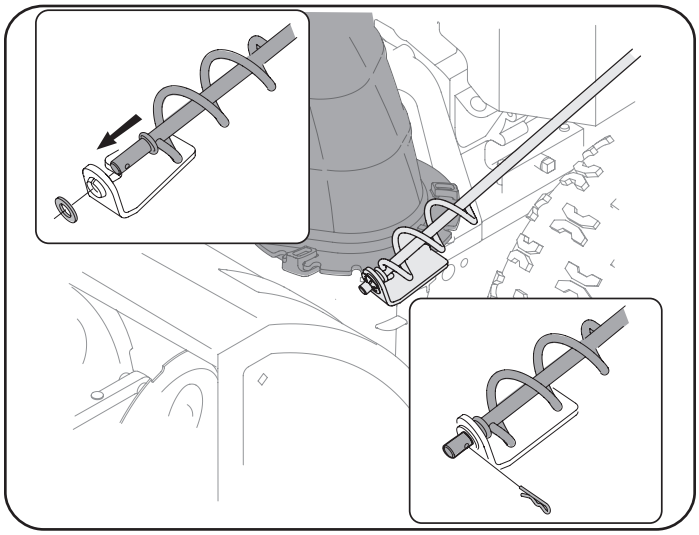

Figura 11
3. Quite la tapa plástica (si está puesta), la arandela plana (a) y el sujetador de horquilla (b) del extremo del conjunto del control direccional del canal. Consulte Figura 11.